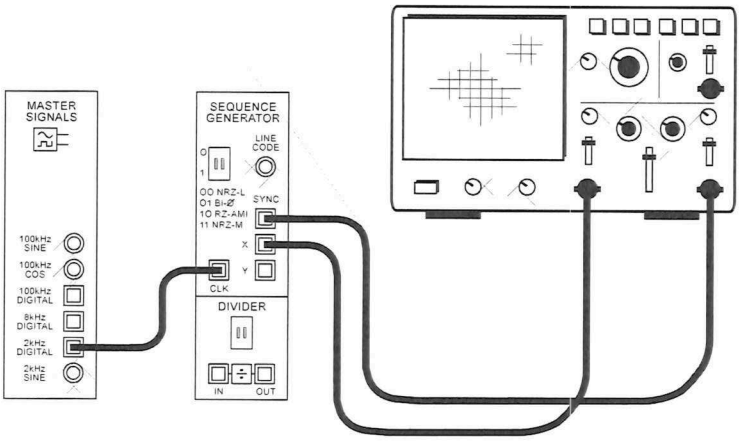

Figure 2
2. Connect the set-up shown in Figure 2 below using the PicoScope for the scope.